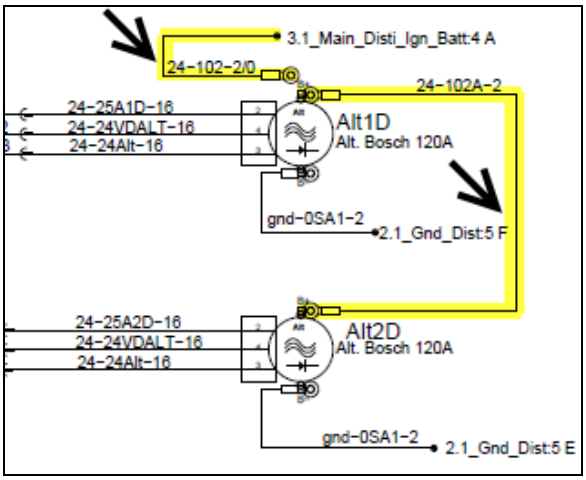

Figure 1
- sur les **bornes positives (+) des alternateurs** et de là jusqu'au bloc de jonction Bussman dans le compartiment électrique (Figure 1, Figure 2, Figure 3).